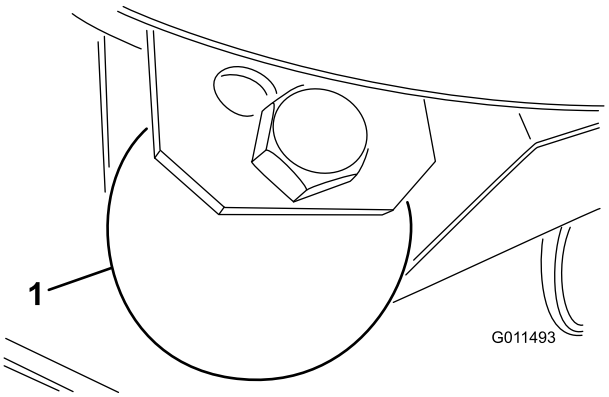

Figuur 28
1. Verwijder de bout en de moer waarmee het maatwiel is bevestigd aan de beugels van het maaidek (Figuur 28).